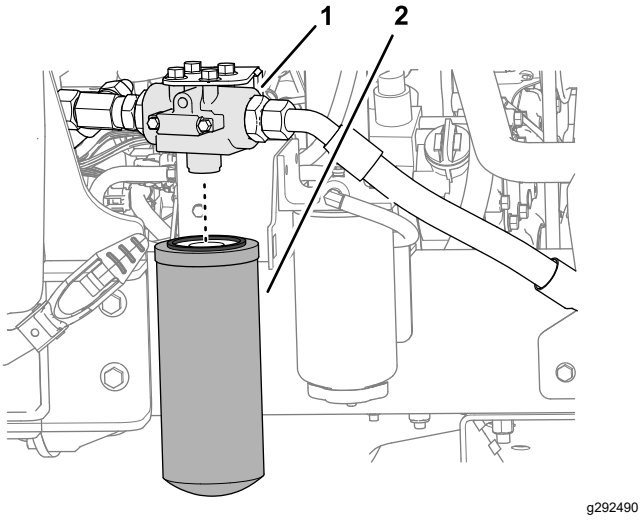

Figur 71
3. På venstre side av maskinen rengjør du området rundt filterhodet og plasserer tappefat under filteret (Figur 71).
4. Fjern returfilteret (Figur 71).
6. Monter filteret på filterhodet og stram til filteret for hånd til pakningen kommer i berøring med monteringsoverflaten, og drei den deretter en halv omdreining til (Figur 71).